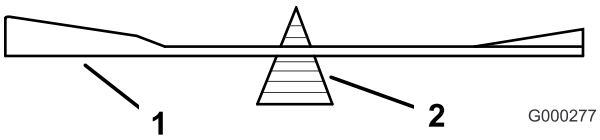
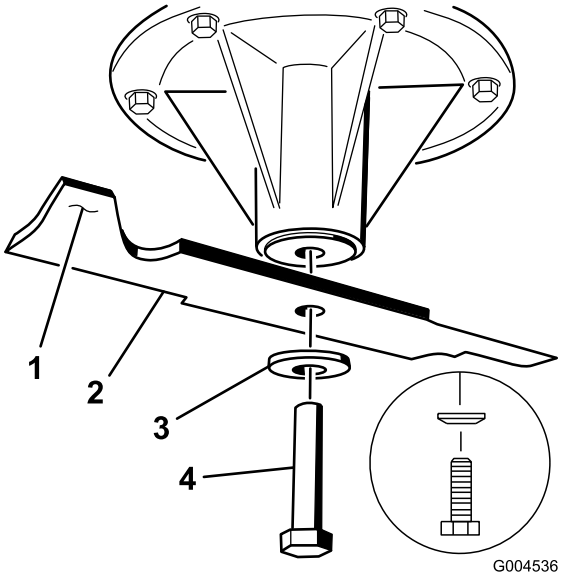

Figur 82
Figur 83
2. Fjern knivbolten, fjederskiven og kniven fra spindelakslen (Figur 83).
2. Kontroller skæreknivens balance ved at placere den på en afbalanceringsenhed (Figur 82). Hvis skærekniven forbliver i en vandret position, er skærekniven afbalanceret og kan benyttes. Hvis skærekniven ikke er afbalanceret, skal der slibes lidt mere metal af enden af sejlområdet (Figur 83). Gentag denne procedure, indtil skærekniven er afbalanceret.
1. Monter skærekniven på spindelakslen (Figur 83).
2. Monter den buede skive og knivbolten. Den buede skivekonus skal installeres mod boltens hoved (Figur 83). Tilspænd skæreknivsbolten med et moment på 115–149 Nm.